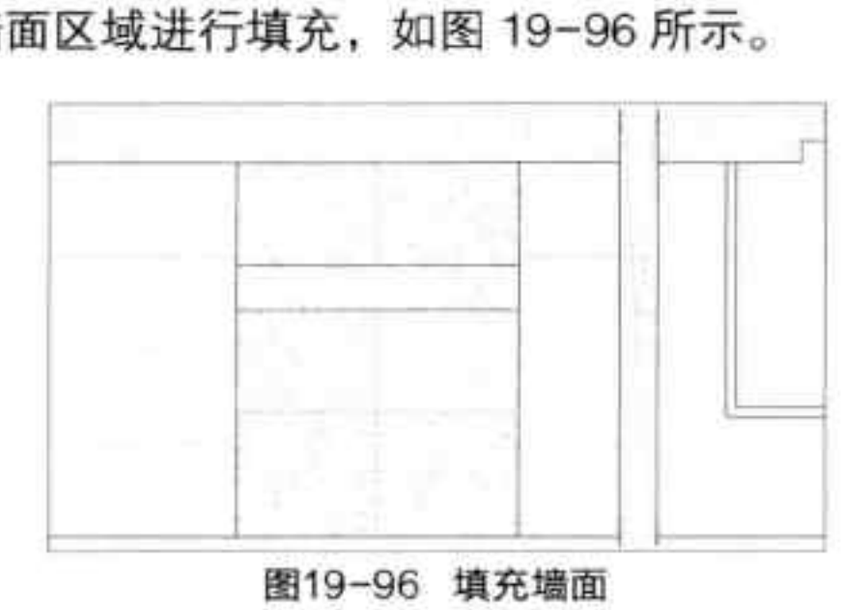

图19-96 填充墙面
Step 13 执行“填充”命令，选择合适的图形，对墙面区域进行填充，如图 19-96 所示。